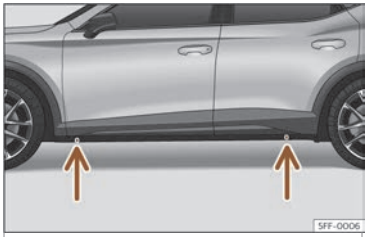

Fig. 38 Puntos de apoio do gato.
- Busque no traveseiro a marca do punto de apoio do gato (área afundida) máis próximo á roda que se vai cambiar››› **fig. 38** .